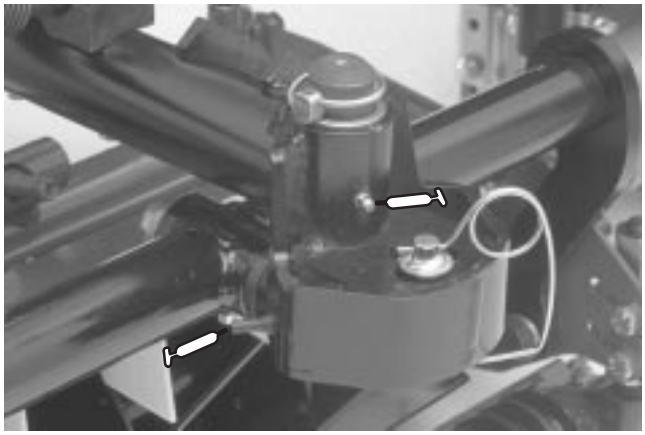

Figure 28
(Fig. 28 – 36)
1. The grease fitting locations and quantities are: Cutting unit carrier frame and pivot (2 ea.) (Fig. 28); Rear axle tie rod (2), Steering cylinder ball joints (2), (Fig. 30); Front lift cylinders (3), (Fig. 31 and 35); Rear lift cylinder pivot (2), (Fig. 32); Lift arm pivot (3), (Fig. 33); Rear axle pivot (Fig. 34) Rear lift arm pivots (2) (Fig. 29) and Brake pedal shaft (1) (Fig. 36).